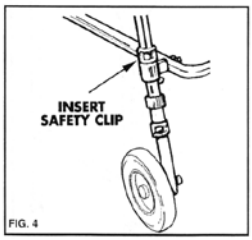

FIG. 4
3. Fit safety clip (Fig 4).
The safety clip must be located into position when the frame is in the open position (Fig 4).
4. Place hands gently on the chair arms, bend slightly forward and sit down gently (Fig 4).